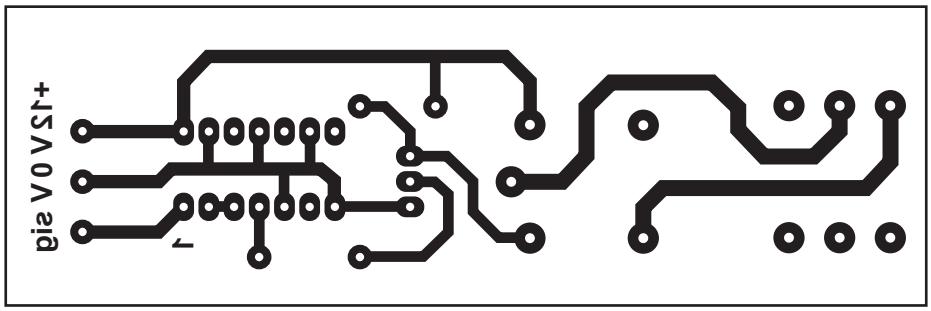

**Fig. 12.1**
**12** **(a)** Fig. 12.1 shows a design for a printed circuit board (PCB) layout.